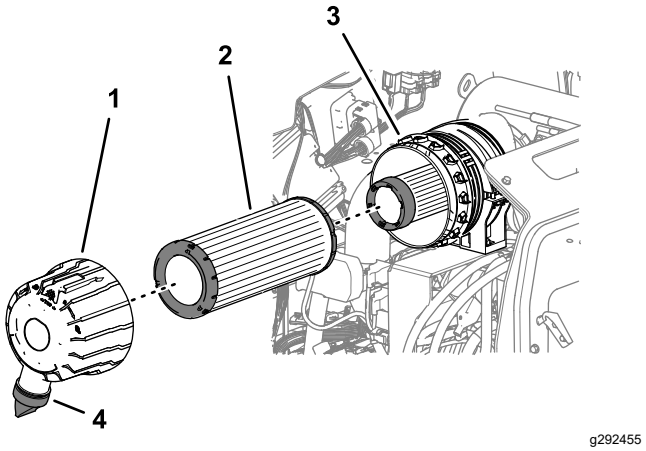

Figur 52
3. Ta av hovedluftfilteret (Figur 52).